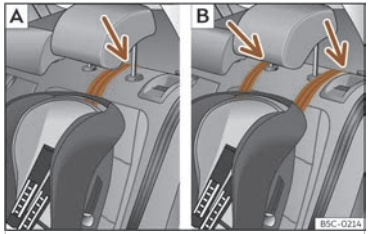

**Fig. 43** Rear seats: adjustment and assembly according to the Top Tether belt.
- Position the belt under the headrest (according to the instructions of the seat itself, lift or remove the headrest if necessary) ››› **Fig. 43**.